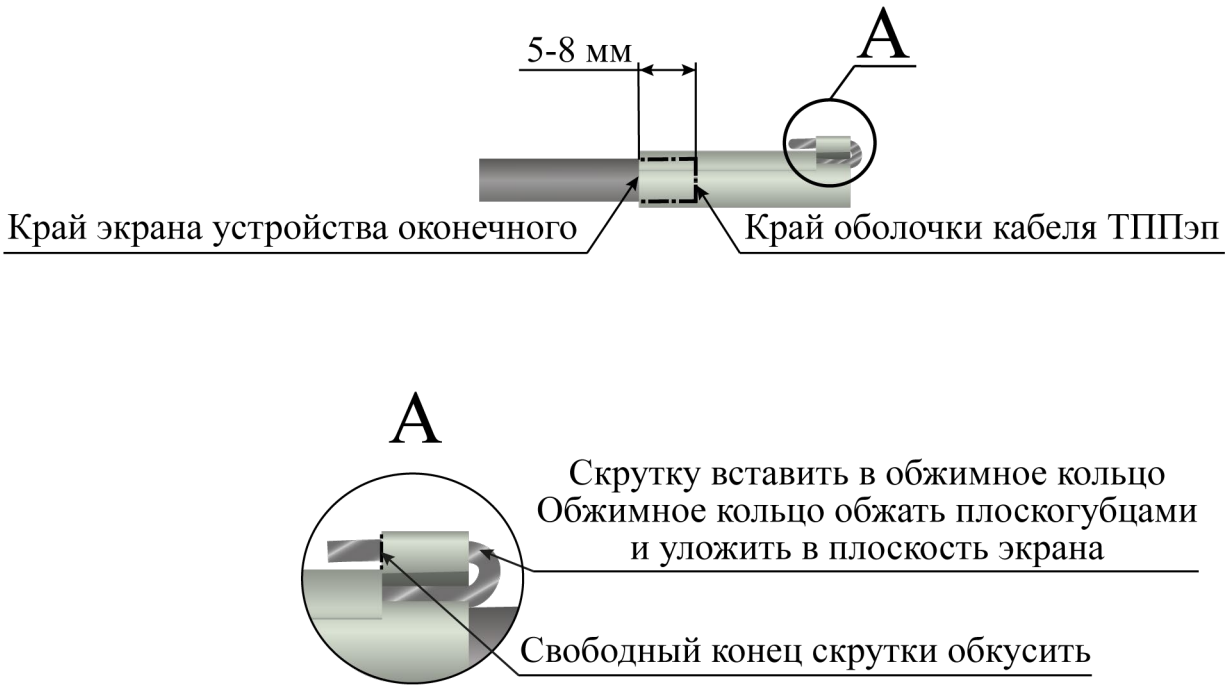

Рисунок 4.14
– скрутку экранного проводника и вывода резистора вставить в обжимное кольцо экрана устройства оконечного, продеть и обжать плоскогубцами. Свободный конец скрутки обкусить (рисунок 4.14);
– обжатое кольцо экрана устройства оконечного с помощью плоскогубцев прижать к плоскости экрана (рисунок 4.14);